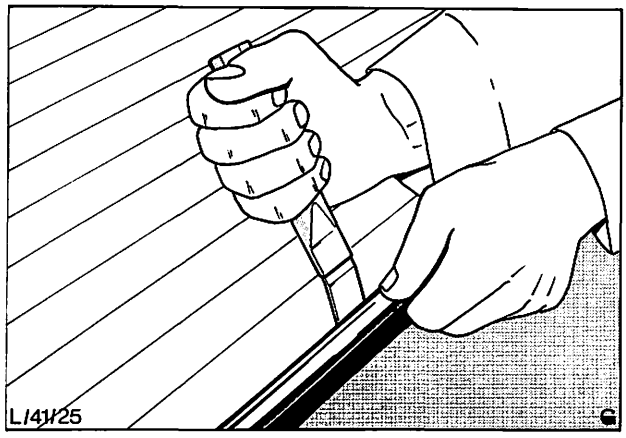

Abb. 10 Mit Werkzeug 41-015 Zierleiste abbauen
1. Rückwandscheibe ausbauen und Verbindungsabdeckungen (2) von Zierleiste abnehmen.
2. Mit Werkzeug 41-015 die Einfassung der Zierleiste um den Scheibenrand anheben und Zierleiste (2) vom Scheibengummi abnehmen, Abb. 10.